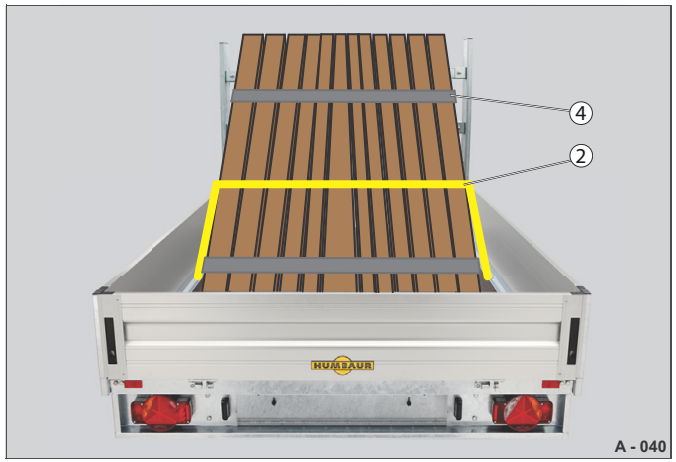

Abb. 39 Zajištění nákladu pomocí H-rámu
- ▶ Převažte nakládací jednotku vázacími pásy (Abb. 39/2).